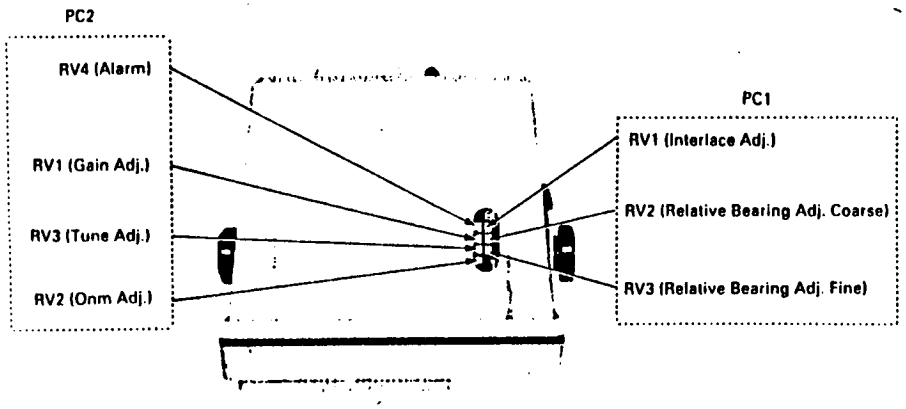

FIG. 5-2 MAIN BOARD PCB ADJUSTMENT
6) Main Board PCB Adjustment (See Fig. 5-2)